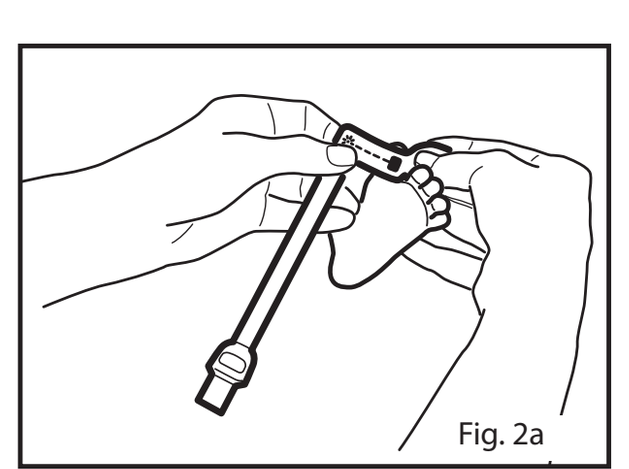

Fig. 2a
1. Consulte la **Fig. 2a.** Oriente el cable del sensor de modo que corra por el empeine del pie. Coloque el detector en la parte carnosa del dedo gordo del pie. Como alternativa, se puede utilizar el dedo próximo al dedo gordo, o bien, el dedo pulgar (no se muestra).